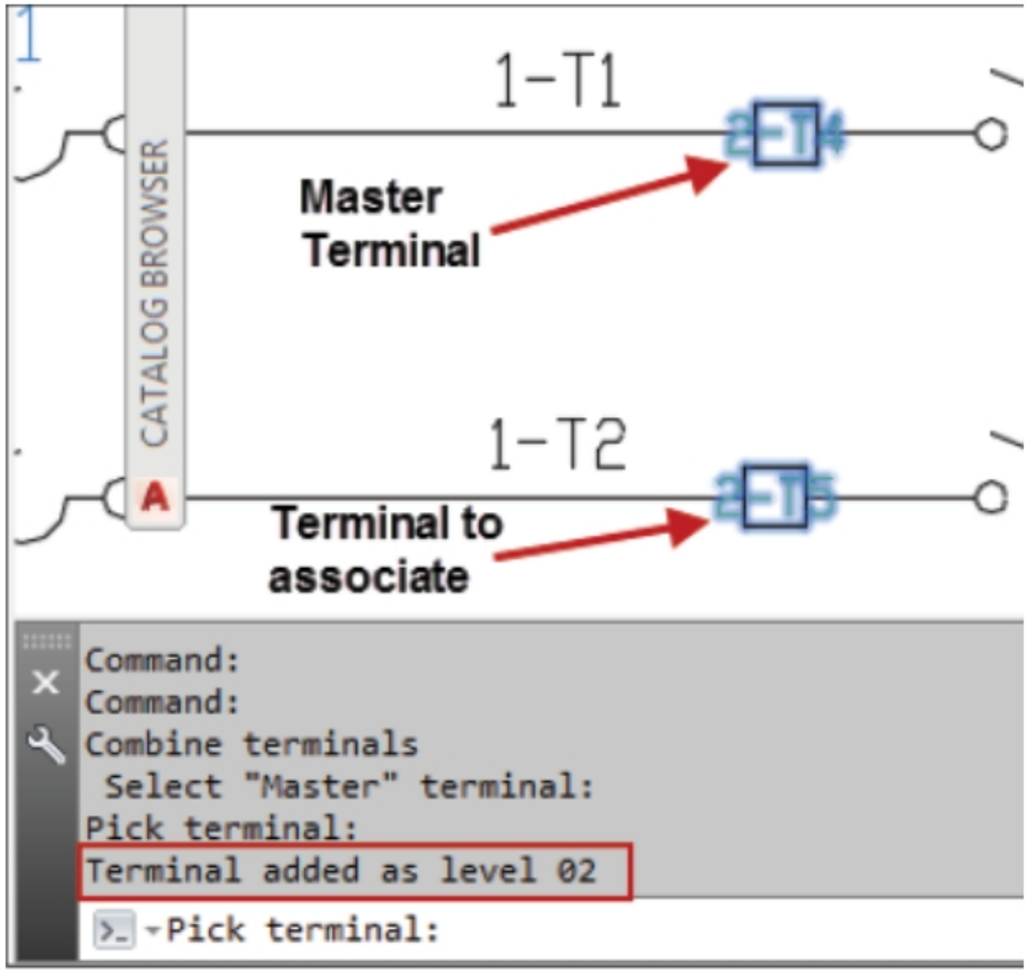

Figure-18. Associating Terminal
- Select the terminal to be associated. A confirmation message will be displayed in the **Command Prompt** to confirm associativity; refer to Figure-18.